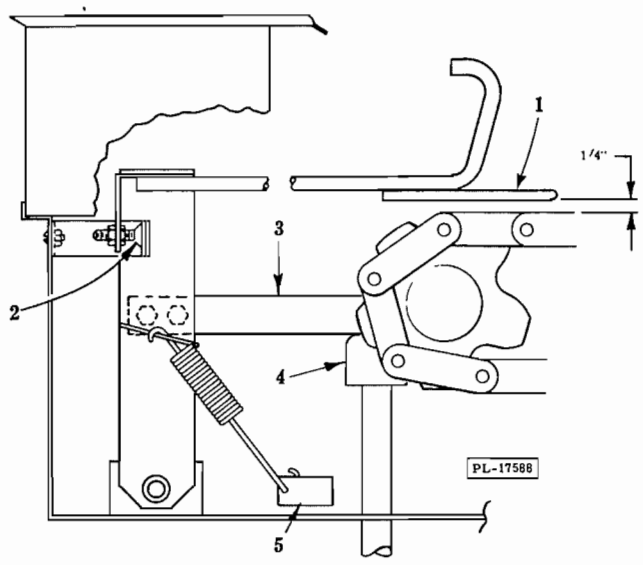
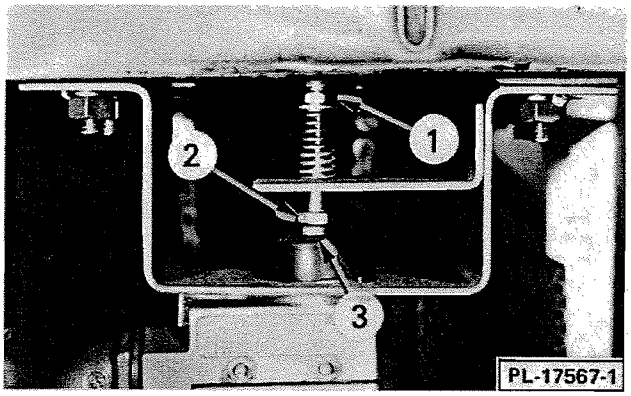

Fig. 10
Fig. 11
To adjust, raise the safety stop assembly fingers (1, Fig. 10) of the safety stop assembly. Loosen the plunger bolt jam nut (1, Fig. 11) and adjust clearance between plunger bolt (2, Fig. 11) and limit switch (3, Fig. 11) to 1/16". Tighten jam nut.
Loosen the two mounting bolts on the actuator arm (3, Fig. 10) and position the arm 1/4" from its stop (4, Fig. 10). Tighten the bolts.
Loosen the stop plate nuts and adjust the stop plate (2, Fig. 10) so the outside of the safety stop assembly fingers (1, Fig. 10) are centered with and 1/4" above the conveyor rollers.
Hook the conveyor trip springs (2) in the appropiate holes (5, Fig. 10) so that the smallest and lightest dish to be washed will easily trip the safety stop.